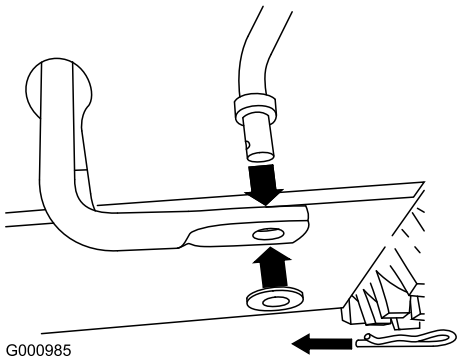

Figur 10
1. Fjern hårnålssplinten og skiven fra den nedre enden av hastighetskontrollstaget, og før den nedre enden av staget inn i den nedre leddarmen slik at den buede enden av hastighetskontrollstaget vender bakover (Figur 10).